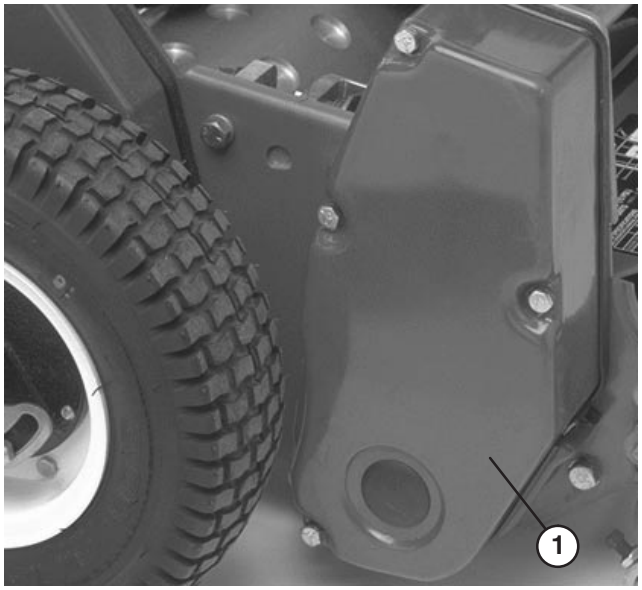

Figure 9
2. Belleville washers (2)
12. Remove (4) capscrews securing reel drive cover to right side plate and remove cover (Fig. 9).